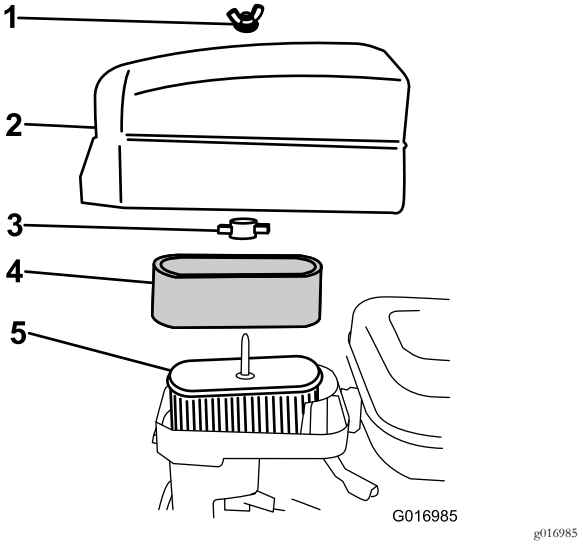

**Figur 26**
4. Hvis skumelementet er snavset, skal det fjernes fra papirelementet (Figur 26) og rengøres grundigt som følger: